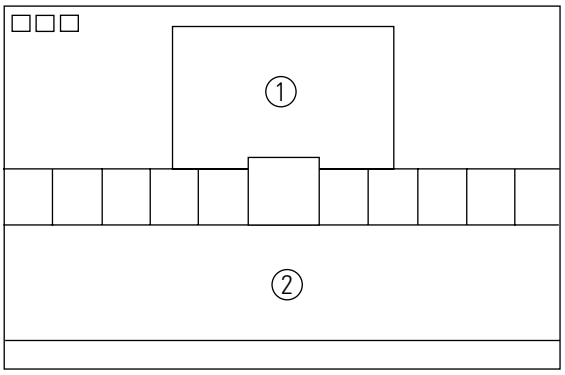

Fig. 4-4
1. Set SBT to 1.5 fL in the Factory Service Mode with using CA100. See Fig. 4-4.
See Fig. 4-4 .